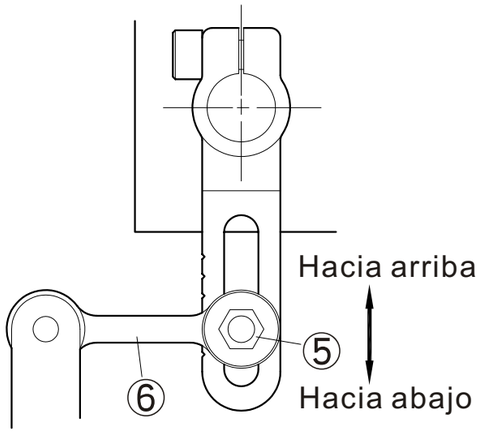

Fig. 21
4. Para ajustes menores, afloje el tornillo 5 y mueva la barra conector 6 de arriba abajo para tener un resultado deseado. Mover hacia arriba aumentar la cantidad suministrada Mover hacia abajo disminuirá la cantidad suministrada. (Fig. 21)